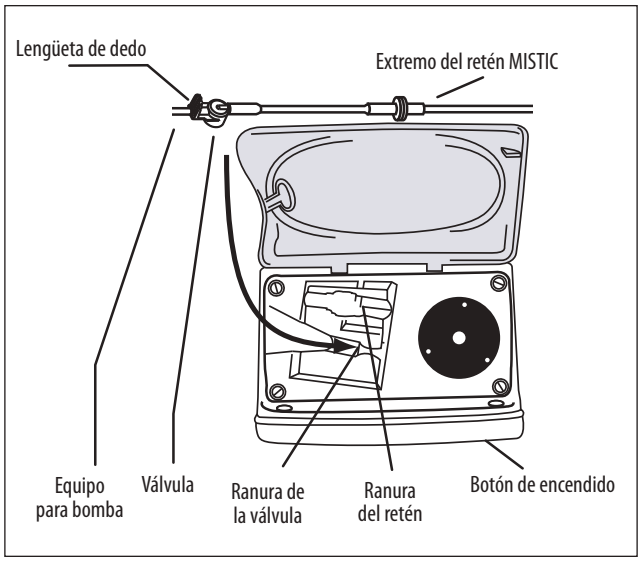

Figura 6A.
2. Cargue el equipo para bomba sujetando la lengüeta de dedo de la válvula e insertando la válvula en la ranura situada a la izquierda. (Figura 6A)